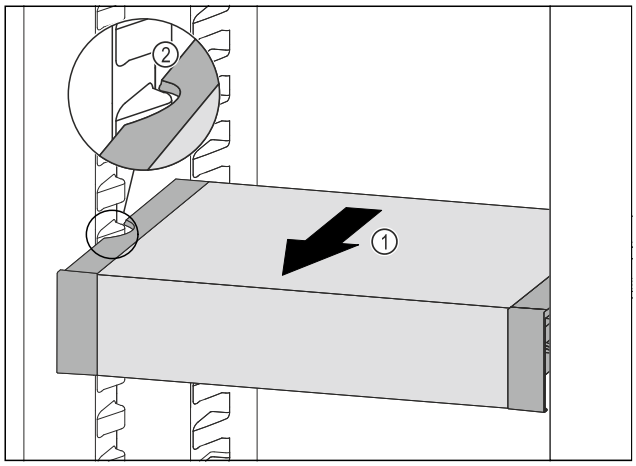

Fig. 176
▶ Tirer le VarioSafe vers l'avant *Fig. 176 (1)* jusqu'à ce que les encoches latérales du VarioSafe se trouvent au niveau de la nervure du bac dans la partie réfrigérateur. *Fig. 176 (2)*